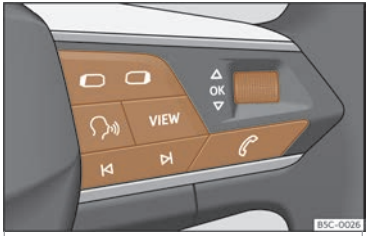

Fig. 61 Costat dret del volant multifunció:tecles per utilitzar els menús i les indicacions informatives del quadre d'instruments (segons les versions).
Mentre hi hagi un advertiment amb prioritat 1>>> **pàg. 75**, no es podrà accedir a cap menú. Alguns avisos es poden confirmar i amagar amb la tecla OK del volant multifunció >>> **fig. 61**.
- Si es mostra un missatge o el pictograma d'un vehicle, premeu la tecla OK>>> **fig. 61**; si cal, diverses vegades.
- Per canviar de menús, utilitzeu les tecles ▭ o ▭>>> **fig. 61**.
- Per obrir el menú o la indicació informativa que es mostri, premeu la tecla OK>>> **fig. 61** o espereu alguns segons fins que el menú o la indicació informativa s'obri automàticament.
- Al menú visualitzat, gireu-hi la rodeta dreta del volant multifunció>>> **fig. 61** fins que es marqui l'opció de menú desitjada. L'opció apareix emmarcada.
- Premeu la tecla OK>>> **fig. 61** per realitzar les modificacions desitjades. Una marca indica que la funció o el sistema en qüestió estan activats.
Premeu la tecla ▭ o ▭>>> **fig. 61**.